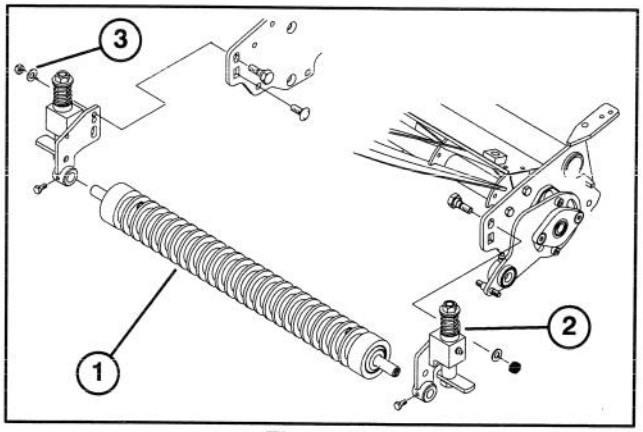

Figure 3
9. Mount plastic shim, pivot plate and pivot plate adapter to reel bearing housing with (2) tapered socket head screws. Tighten screws firmly, but pivot plate must rotate freely.
10. Loosely mount front roller and new R.H. & L.H. roller bracket assemblies to cutting unit side plates with mounting hardware previously removed or new hardware and (2) new flat washers (included in kit). Position as shown in figure 3.